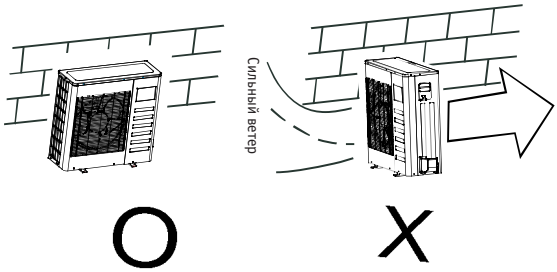

Рис. 13
- В том случае, если место установки подвержено воздействию сильного ветра, как например, на морском побережье, для обеспечения нормальной работы вентилятора расположите внешний блок продольно вдоль стены, или установите экран. (См. Рис. 13)